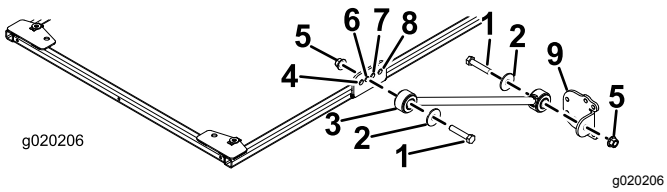

Figur 27
3. Fäst ett stag löst på båda sidorna om solskärmsramen i staget till fästets andra hål med en skruv (½ × 2½"), en bricka (½") och en flänsmutter (½") enligt Figur 27.
4. Fäst ett stag till fästet löst på varje stag med en skruv (½ × 2½"), en bricka (½") och en flänsmutter (½") enligt Figur 27.